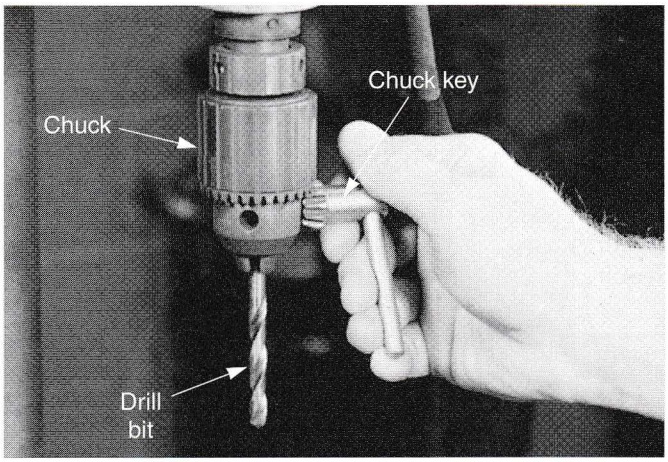

Figure 3-59. A chuck holds and turns the drill bit. Use a chuck key to firmly tighten the drill bit in the chuck. Never leave the key in the chuck.
3. Make sure the drill bit is tight in the drill chuck, **Figure 3-59.**